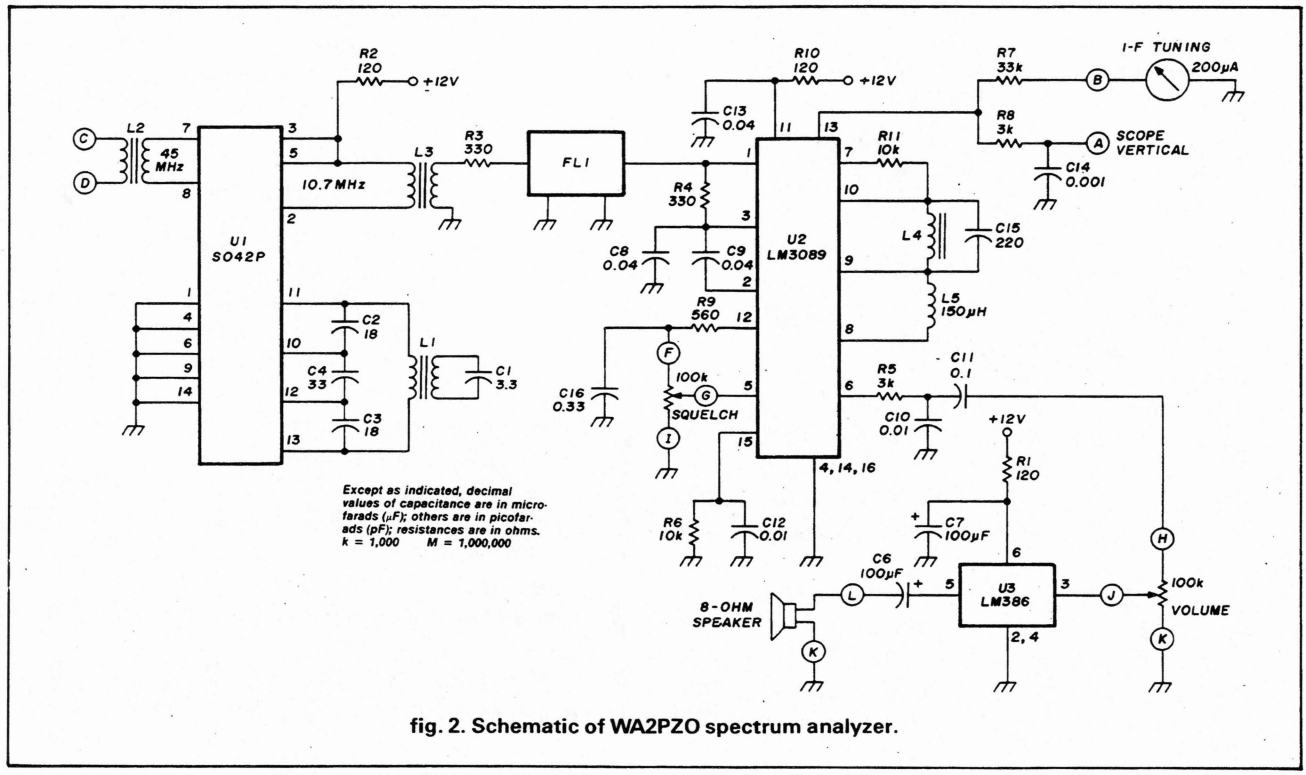
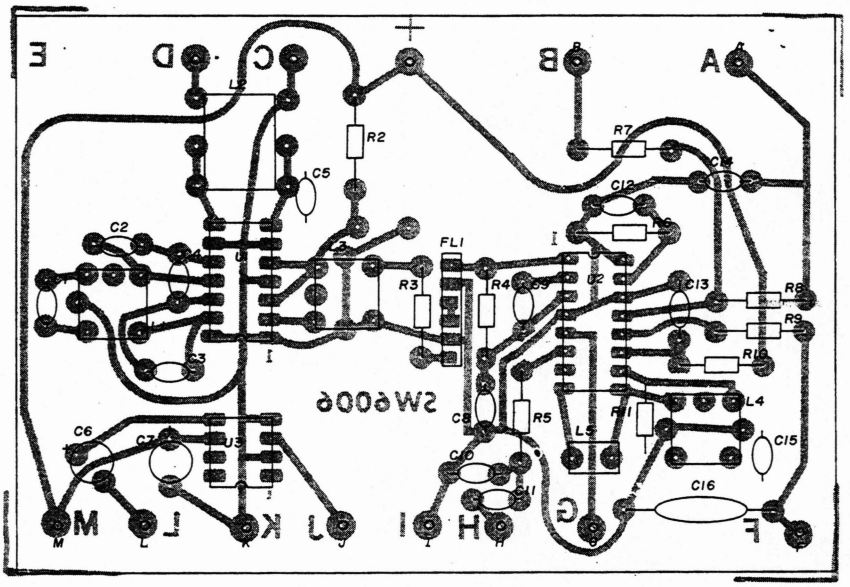

fig. 2. Schematic of WA2PZO spectrum analyzer.
fig. 2A. Component layout on the WA2PZO printed circuit board (foil side down).
Figure 2 is a schematic of the analyzer. A printed circuit board is available from WA2PZO; I recommend using this and WA2PZO parts kits. (Although the pots, S-meter, and speaker aren't furnished, most are available from Radio Shack.) **Figure 2A** shows the component layout on the WA2PZO printed circuit board (foil side down). Alternatively, you could use perfboard and point-to-point wiring.
1. Install the jumper at the lower edge of U3 as illustrated in **fig. 2A.**
2. Install the 11 resistors as shown in **fig. 2A.**
3. Install the 16 capacitors as indicated in **fig. 2A.** Since C6 and C7 are electrolytics, be sure to observe the polarity indicated in **fig. 2A.**